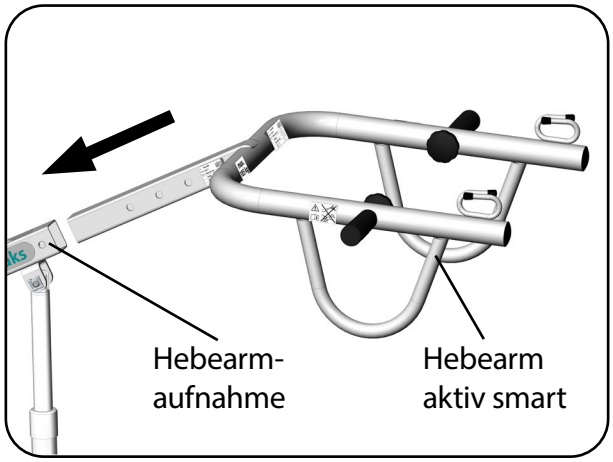

Abb. 8.8.03 - Hebearm aktiv smart einstecken
4. Stecken Sie den Hebearm aktiv/aktiv smart in die Hebearmaufnahme (Abb. 8.8.03).